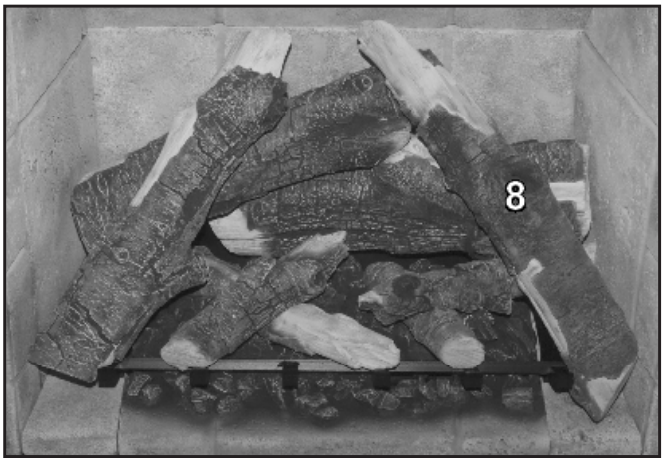

Figure 82: Log 8 in Place.
8. Situate Log 8 between the right grate finger, the right firebox liner and the grate cross bar (see Figure 82). On the back of the log near the top end is a ceramic pin, this pin sits into a groove on the top of Log 2.